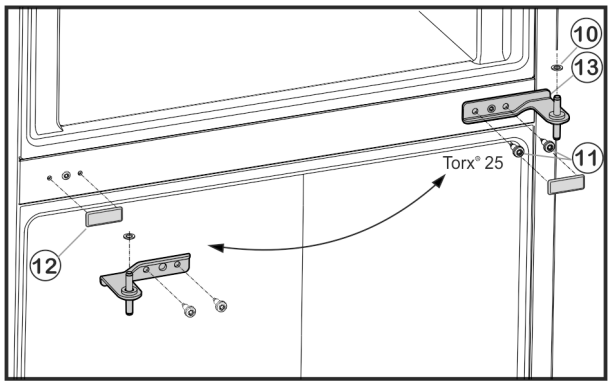

Fig. 6
- ▶ Befestigungsschrauben *Fig. 6 (11)* abschrauben (2 mal Torx® 25) und Lagerbock Mitte aus der unteren Tür herausziehen.
- ▶ Kunststoffscheibe *Fig. 6 (10)* abnehmen.
- ▶ Abdeckung *Fig. 6 (12)* vorsichtig abziehen.
- ▶ Abdeckung *Fig. 6 (12)* auf der Gegenseite wieder aufsetzen.
- ▶ Lagerbock Mitte *Fig. 6 (13)* um 180° gedreht in die untere Tür einsetzen und mit Befestigungsschrauben *Fig. 6 (11)* (2 mal Torx® 25) auf die neue Scharnierseite **fest (mit 4 Nm)** anschrauben.
- ▶ Kunststoffscheibe *Fig. 6 (10)* wieder aufsetzen.
- ▶ Obere Tür auf den Lagerbock Mitte *Fig. 6 (13)* setzen.